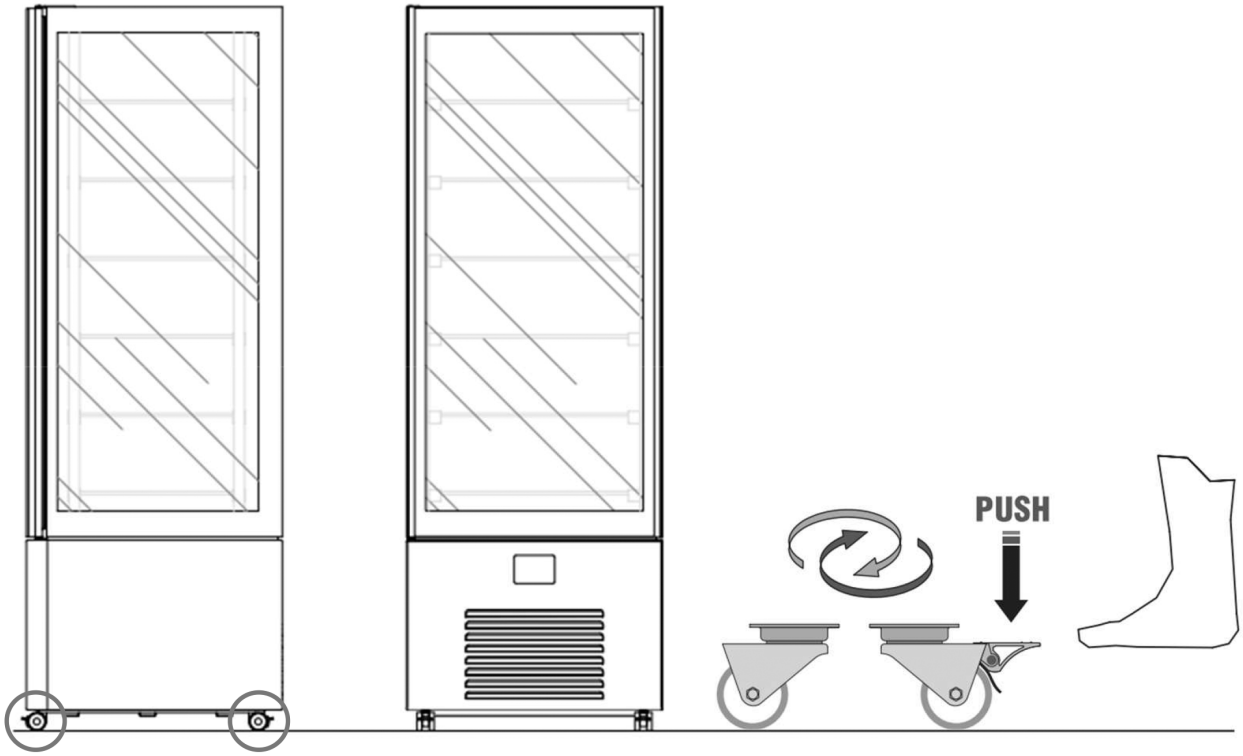

fig. 12
- L'équipement est équipé de quatre (4) roulettes pivotantes avec freins pour une manutention aisée. Il est absolument nécessaire, après le positionnement, de stabiliser l'équipement sur le sol en bloquant les freins des roulettes (fig. 12).